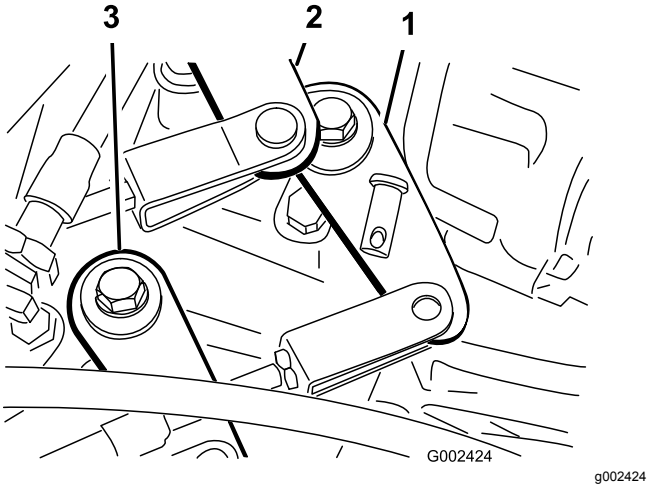

Rysunek 53
2. Usuń sworznie z łączników mocujących cięgna zmiany biegów do ramion zmiany biegów skrzyni biegów (Rysunek 53).
1. Usuń sworzeń z łącznika mocującego cięgno prędkości wysokiej-niskiej do ramienia skrzyni biegów (Rysunek 53).